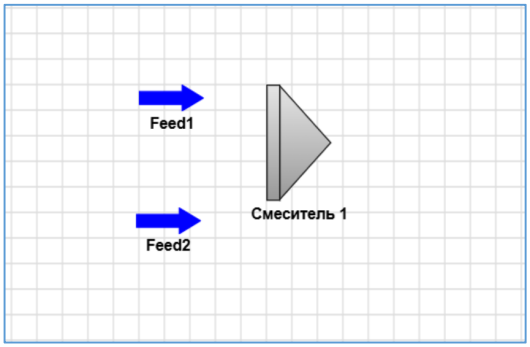

Рисунок 10. Смеситель
4. На панели инструментов выбираем шаблон «Смеситель» и перемещаем его в рабочую область и размещаем рядом с входящими материальными потоками (Рисунок 10).